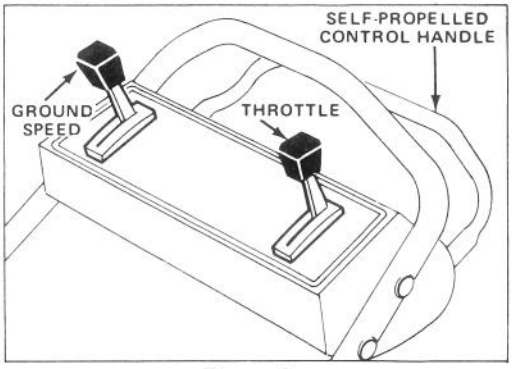

Figure 8
1. CONTROLS – Throttle, ground speed control and self-propelled control bar are on upper handle (Fig. 8). Fingertip starter is on top of engine.
2. Push wire onto spark plug and on self-propelled models move ground speed control to "N" (Fig. 8).
4. GROUND SPEED (Fig. 8) – Move ground speed control to desired setting. Number "1" is slow, "2" is medium, and "3" is a fast walking pace. Move ground speed control to "N" when using the mower for trimming and whenever leaving mower.
6. STOPPING (Fig. 8) – Release control bar to stop blade and traction drive. Move ground speed control to "N". To stop engine, move throttle to OFF. Pull wire off spark plug if mower is unattended or not used.
3. Move throttle control to FAST (Fig. 8).